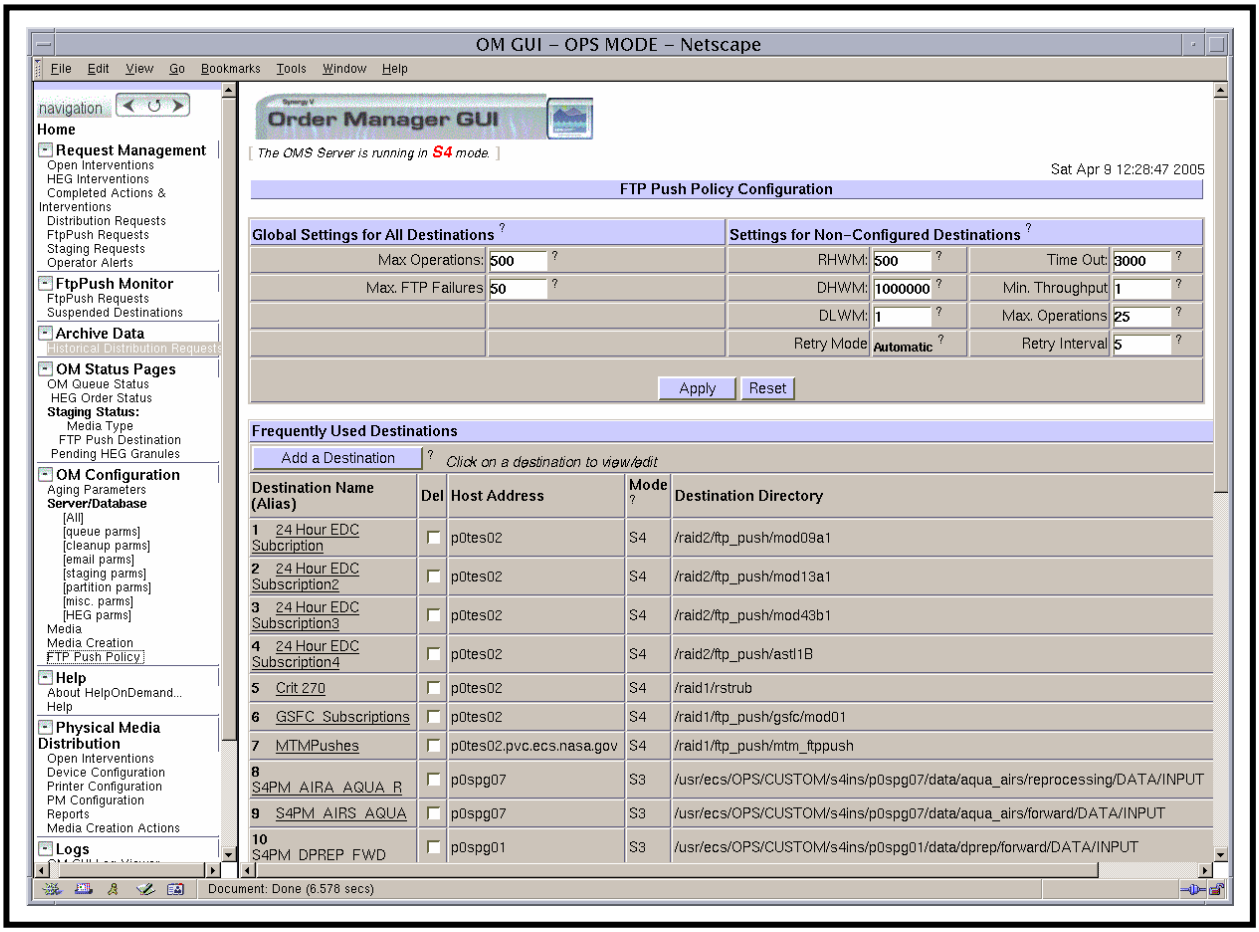
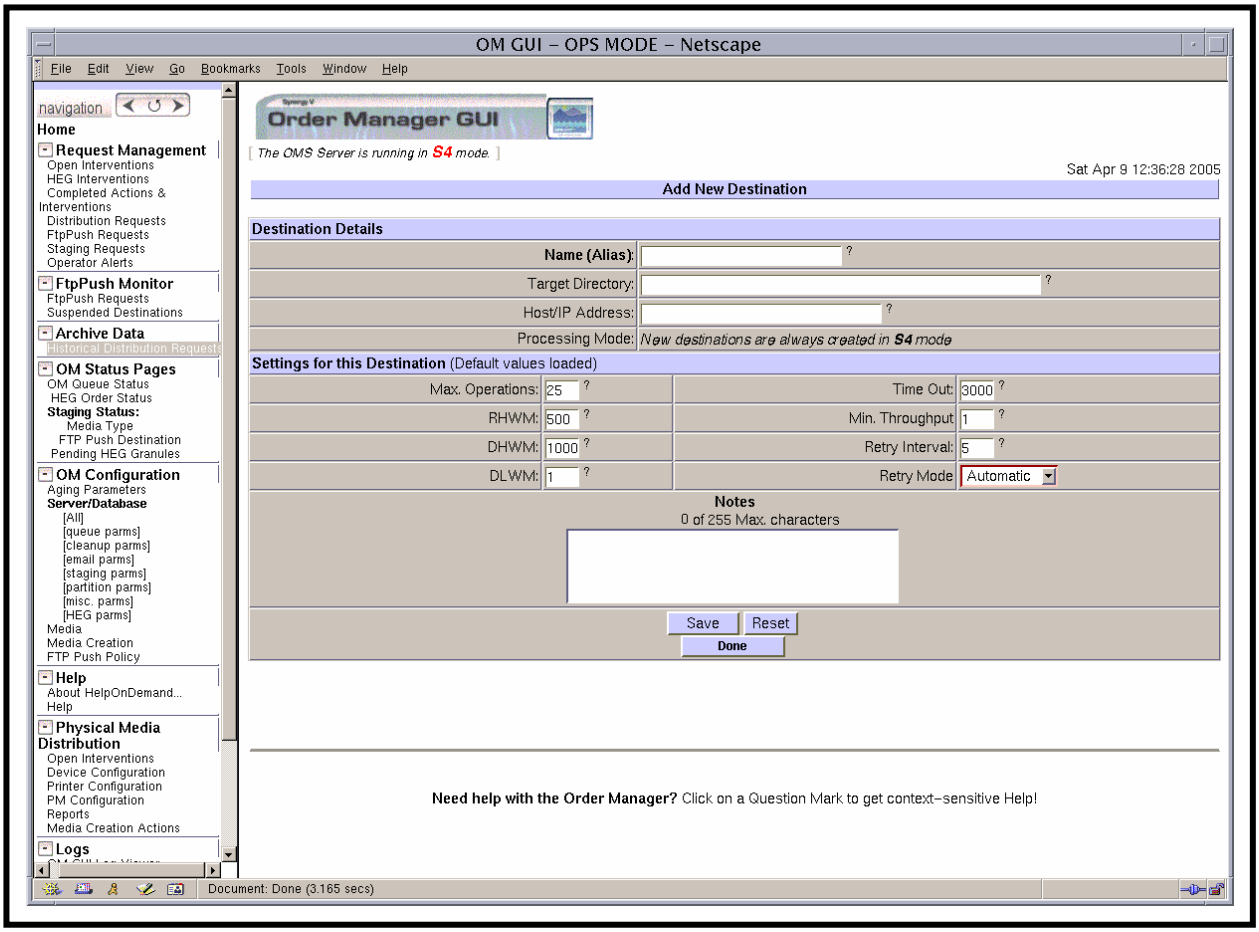

Figure 61. FTP Push Policy Configuration Page
Figure 63. Add New Destination Page
The **FTP Push Policy Configuration** page (Figure 61) provides the full-capability operator with a means of defining and configuring the fine-tuning parameter values of FtpPush destinations.
2 If the **FTP Push Policy Configuration** page (Figure 61) is not already being displayed, click on the **FTP Push Policy** link in the navigation frame of the **OM GUI**.
- The **FTP Push Policy Configuration** page (Figure 61) is displayed.
The **Add New Destination** page (Figure 63) provides the full-capability operator with a means of adding destinations to the **Frequently Used Destinations** list on the **FTP Push Policy Configuration** page (Figure 61).
- The **Add New Destination** page (Figure 63) is displayed.
- In the **Destination Details** area of the **Add New Destination** page (Figure 63) text boxes for entering the following types of destination attributes are displayed:
- In the **Settings for this Destination** area of the **Add New Destination** page (Figure 63) current values for the following types of parameters are displayed:
- The attributes are entered in the **Destination Details** area of the **Add New Destination** page (Figure 63).
- The parameter values are displayed in the **Settings for this Destination** area of the **Add New Destination** page (Figure 63).
- **Done** - to dismiss the **Add New Destination** page (Figure 63) and display the **FTP Push Policy Configuration** page (Figure 61).
- **OK** - to dismiss the **"Done" Confirmation** dialogue box (Figure 64) and the **Add New Destination** page (Figure 63) and display the **FTP Push Policy Configuration** page (Figure 61).
- The **Add New Destination** page (Figure 63) is dismissed.
- **Cancel** - to dismiss the **"Done" Confirmation** dialogue box and return to the **Add New Destination** page (Figure 63).
19 If the **Add New Destination** page (Figure 63) is still being displayed and no changes to the new destination are needed, click on the **Done** button.